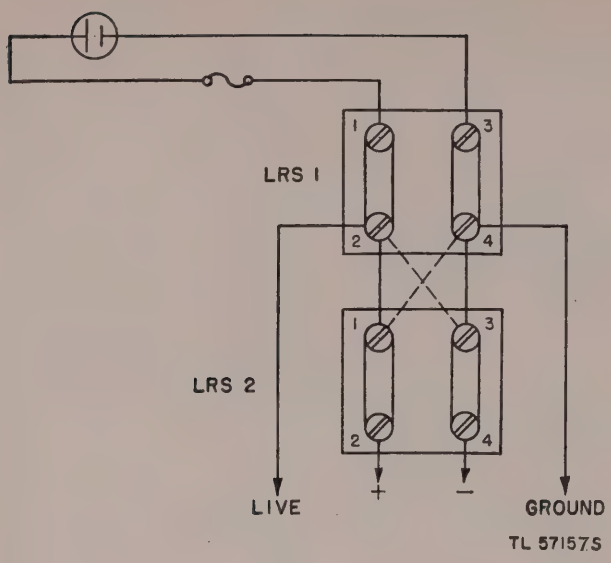

Figure 24. Cross-connections for terminal blocks LRS1 and LRS2.
(2) Terminal blocks LRS1 and LRS2, which are located in the equipment drawer, must be cross-connected according to the type of power supply to be used. Figure 24 shows the various cross-connecting arrangements; use insulated wire for the straps. If the external supply is dc and the live side is positive, strap block LRS1 straight across to block LRS2 as shown by the solid lines in figure 24. However, if the live side is negative, cross-connect the blocks as shown by the dotted lines in figure 24. If the external supply is ac and therefore the rectifier is used, cross-connect the blocks in the same manner as for dc with the live side positive, straight from block LRS1 to block LRS2.